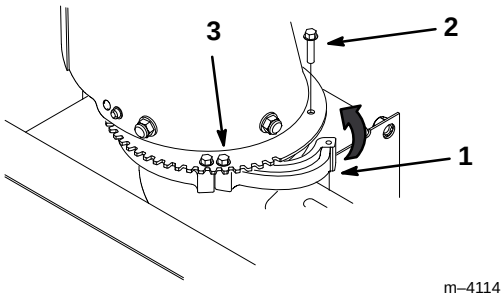

**Figure 2**
**5.** Rotate the loose chute retainer inward onto the chute ring and secure it with a No. 10–4 x 5/8 inch (1.5 cm) screw (Fig. 2).
**6.** Tighten the other screw to secure the chute retainer (Fig. 2).